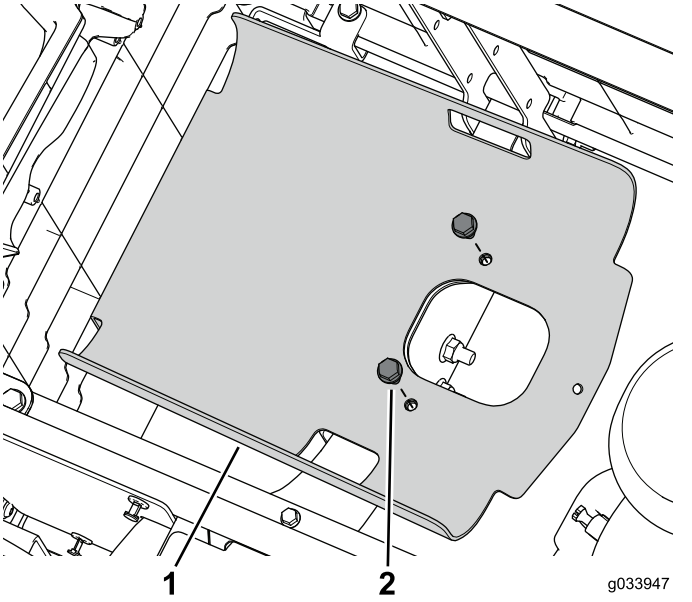

Figuur 2
5. Verwijder de 2 flensbouten waarmee de tankbak bevestigd is aan het chassis (Figuur 2).